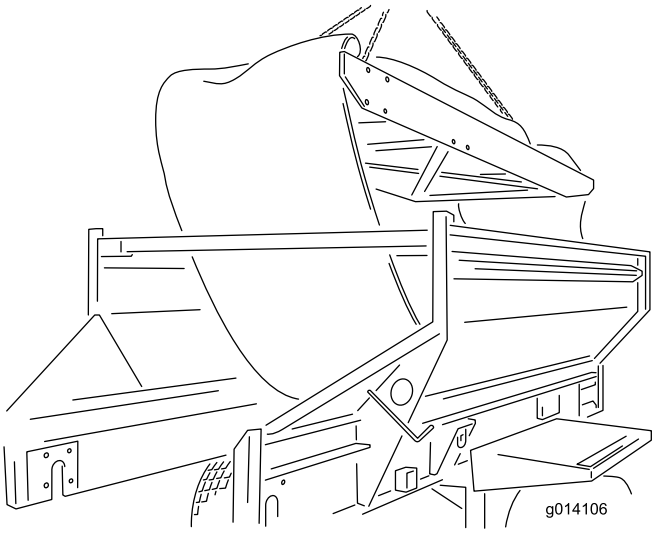

**Figur 49**
24. Ta ut innsatsen ved å løfte den ut fra toppen av maskinen. Plasser den på bakken (Figur 49).